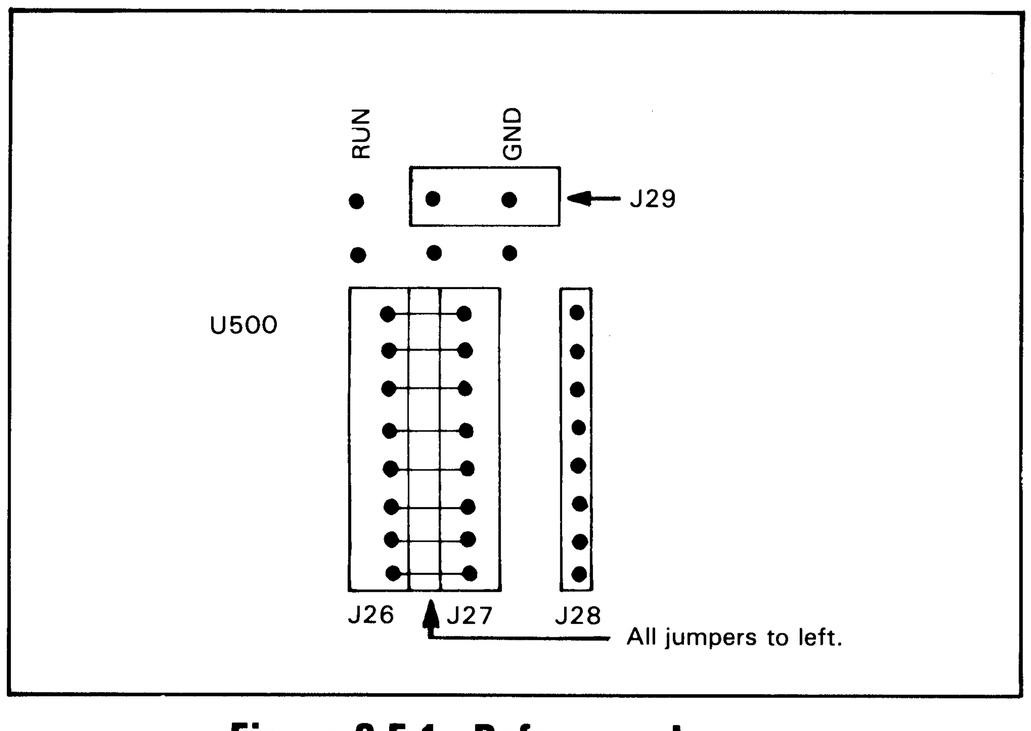

Figure 8-F-1. Reference Jumpers.
b. Place jumper A20J29 to the ground position and set all the jumpers located at the right of A20U500 between A20J26 and J27, as shown in Figure 8-F-1.